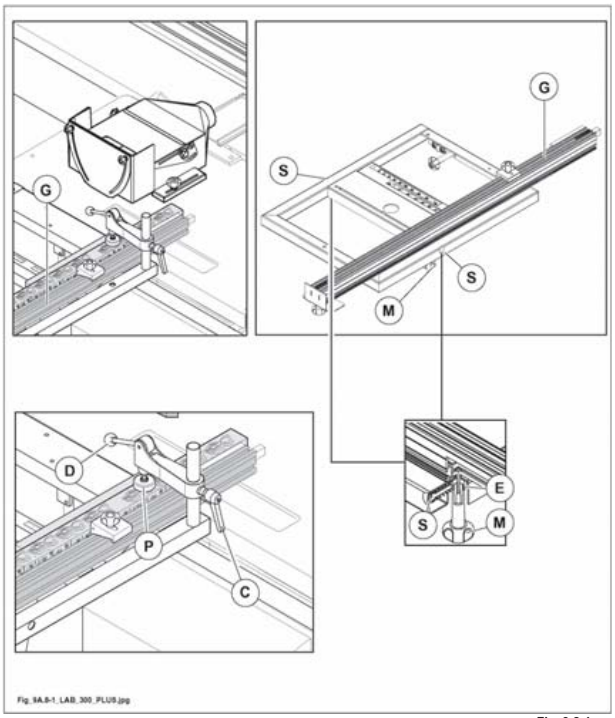

Fig. 9.8-1
- Posizionare la riga telescopica in modo da mandare il perno (E fig. 9.8-1) in battuta sul dispositivo (S fig. 9.8-1).
Per far scorrere la riga allentare il pomello (M fig. 9.8-1).
- Appoggiare il legno contro la riga (G fig. 9.8-1), farlo sporgere verso l'utensile di una lunghezza maggiore rispetto alla profondità della tenonatura.
- Bloccare il pezzo con il piedino pressatore (P fig. 9.8-1) abbassando la leva (D fig. 9.8-1).
- Agire sulla maniglia (C fig. 9.8-1) per regolare l'altezza.
- Con la leva (D fig. 9.8-1) far scendere il piedino (P fig. 9.8-1) per serrare il pezzo da lavorare.